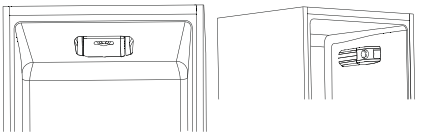

Abb.4
- Die Thermostatgruppe zur Steuerung des Geräts ist im Inneren des Kühlraums untergebracht (Abb. 4). Drehen Sie den Thermostatregler über die Position “0” hinaus. Das Licht ist eingeschaltet, wenn die Kühlschranktür geöffnet ist.